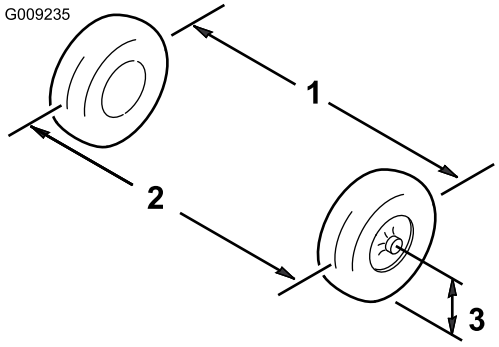

Figur 62
6. Mål afstanden mellem begge fordækkene ved akselhøjden ved både forsiden og bagsiden af fordækkene (Figur 62).